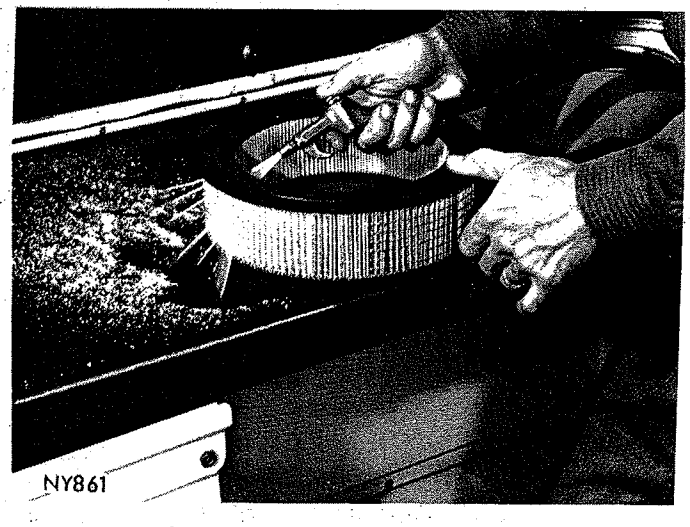

*Fig. 1—Cleaning Filter Element*
(7) Inspect the breaker plate contacts, primary wire and vacuum advance operation. Replace parts as necessary. Refer to Ignition System and make necessary adjustment. Test coil output voltage, primary and secondary resistance. Test Condenser.
(8) Install distributor, distributor cap, and spark plug cables. Reset ignition timing with vacuum advance line disconnected. Ignition timing should be set to compensate for altitudes and/or gasoline grades.
(9) Set carburetor idle mixture adjustment. Adjust throttle stop screw to specifications. Perform a combustion analysis.
(10) Test fuel pump for pressure and vacuum. Refer to "Fuel System" Group 14, Specifications.
(11) Inspect manifold heat control valve in the right exhaust manifold for proper operation and apply Manifold Heat Control Valve Solvent Part Number 1879318 or equivalent to the bushing and shaft.
(12) Every 6 months, remove air cleaner filter element and blow out dirt gently with air hose. Direct air from inside out, and keep nozzle 2 inches away from element to avoid damaging. Clean metal housing and replace element (Fig. 1). Every two years, install a new factory recommended MoPar filter element or equivalent. Service unit more frequently when driving under severe conditions, such as in dusty areas.
(13) Inspect crankcase ventilation system as outlined on page 67.
(14) Inspect and adjust accessory belt drives referring to "Cooling System," Group 7, for proper adjustments.
(15) Road test vehicle as a final test.